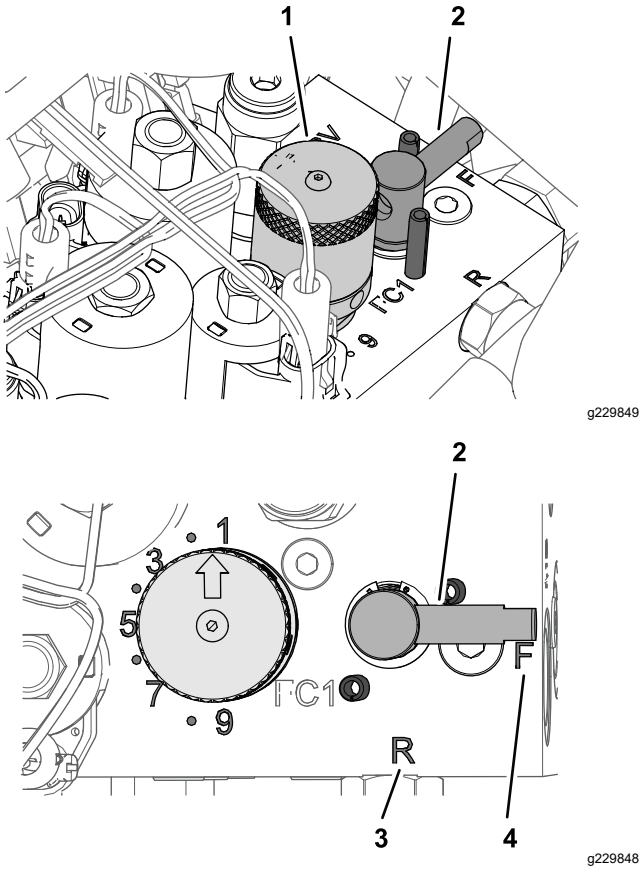

**Figuur 55**
4. Zet de wethendel in de stand 'R' (Figuur 55).
5. Draai de knop voor de toerentalregeling van de messenkooien op instelling 1 (Figuur 55).